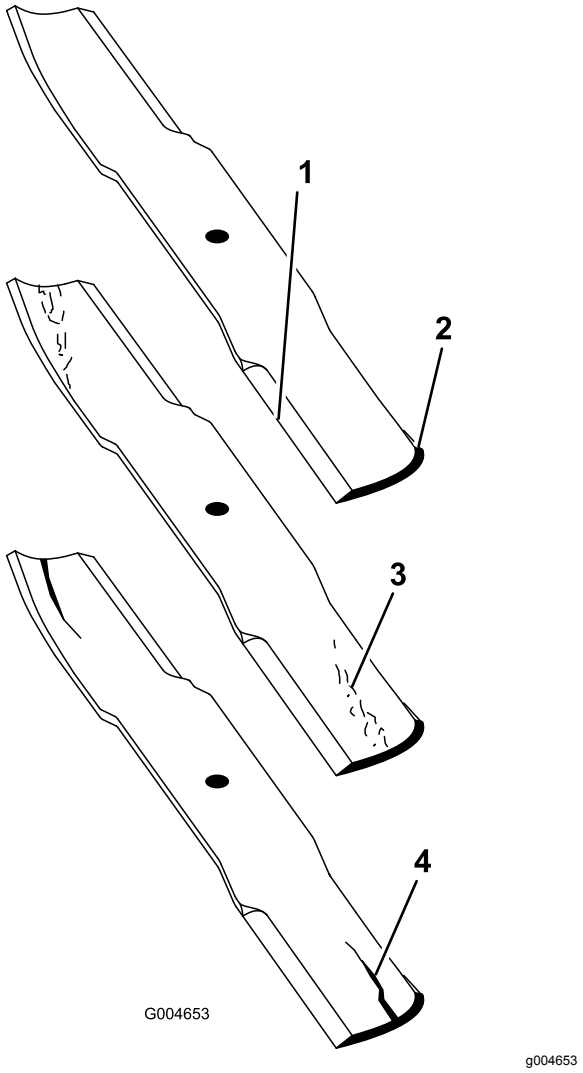

Figur 91
2. Undersøg omhyggeligt skæreknivens skær, især der hvor den flade side og den buede side mødes (Figur 91).
Bemærk: Da sand og slibematerialer kan slide det metal, der forbinder den flade og den buede del af skærekniven, væk, skal skærekniven kontrolleres, før plæneklipperen anvendes. Hvis du bemærker tegn på slid (Figur 91), skal skærekniven udskiftes.